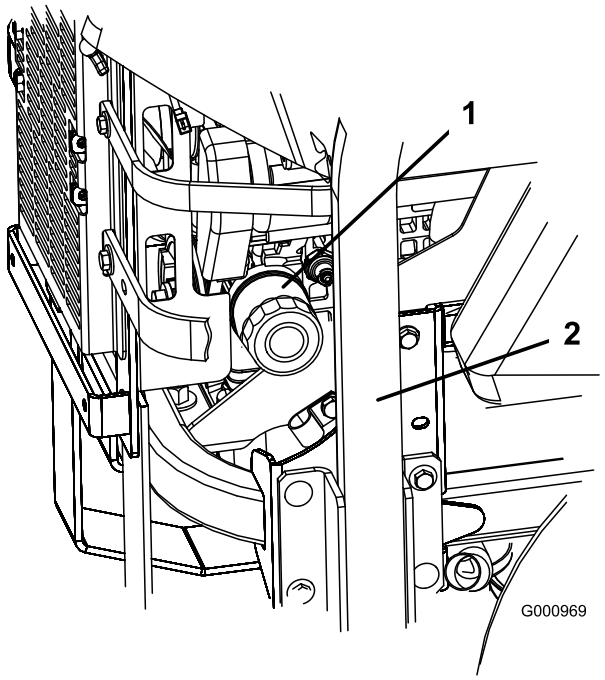
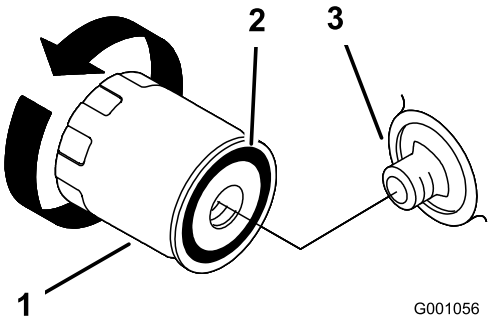

Figur 46
Figur 47
2. Vrid filtret motsols för att ta bort det (Figur 46 och Figur 47).